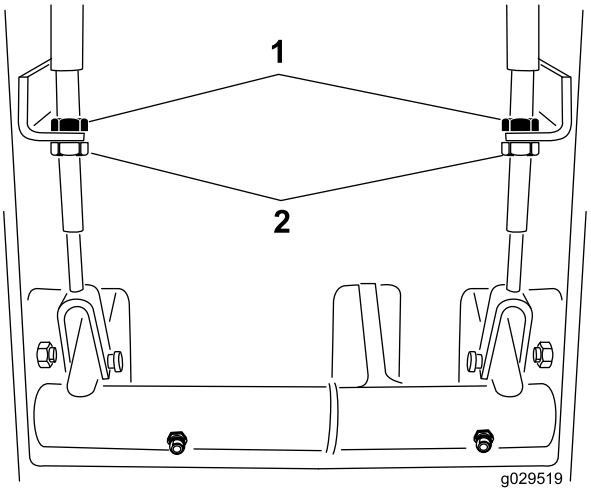

Figuur 74
2. Verminderen van de speling van de rempedalen: maak de voorste contramoeren los, bij het uiteinde van de remkabel dat van een schroefdraad voorzien is (Figuur 74).